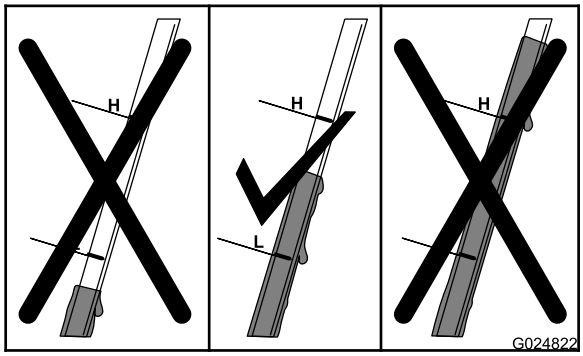

Figura 25
6. Verifique o nível do óleo na vareta (Figura 25).